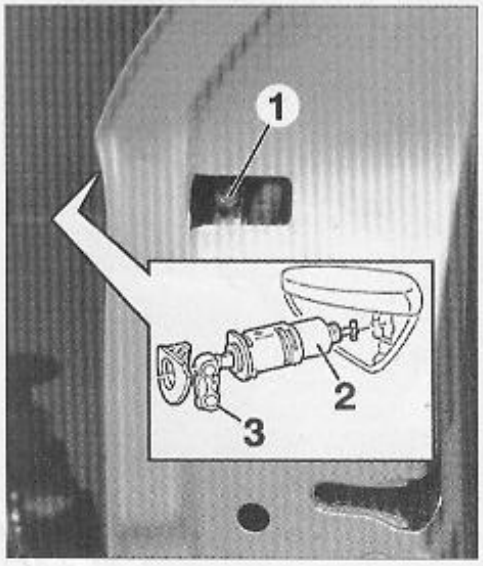

FIG. 43
- Déposer le cache bouchant l'accès aux vis (1) **(Fig.43)**.